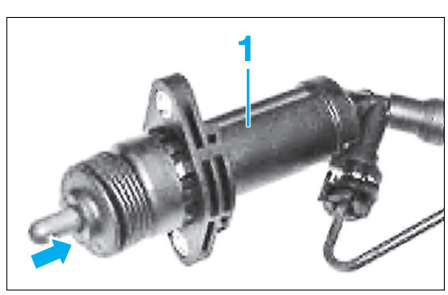

Fig. 24
• Comprimer le cylindre récepteur (1) à la main **(Fig.24)** puis raccorder la conduite hydraulique à l'état comprimé.